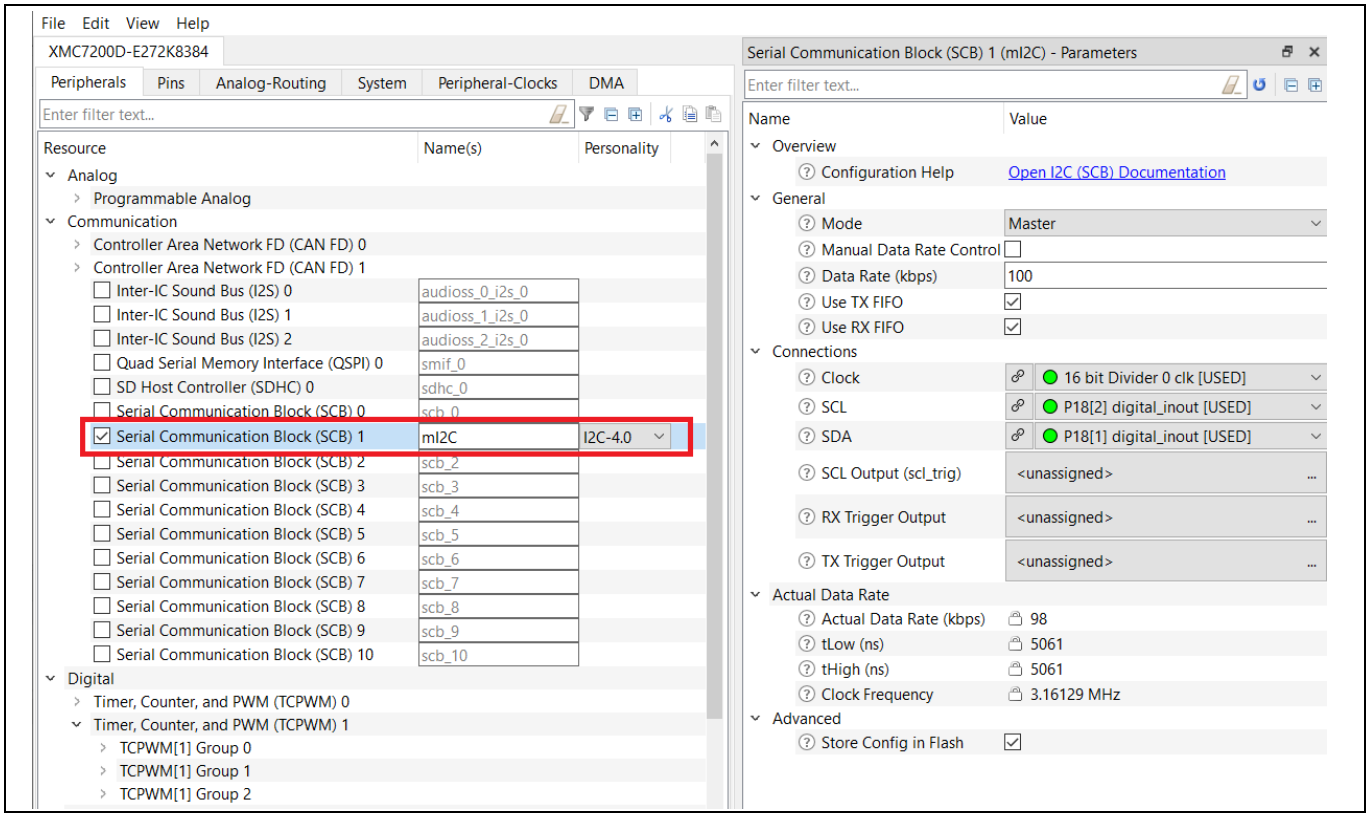

**Figure 23 SCB configuration in ModusToolbox™**
2. Configure SCB mode and channel, data rate and ports in the **Peripherals** tab of the Device Configurator as shown in Figure 23.